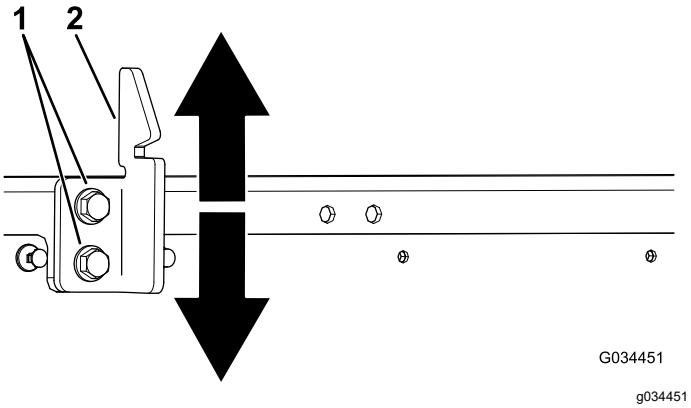

Figur 67
3. Løsne de to boltene på lasteplanets låsesperre, og flytt sperren opp eller ned, avhengig av om sperren er for høy eller for lav (Figur 67).
4. Stram de to boltene på planets låsesperrer (Figur 67).